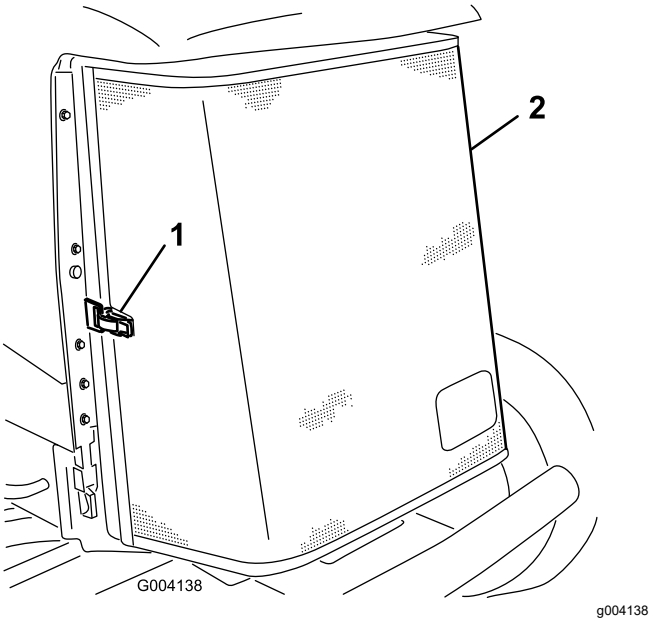

Rysunek 95
3. Odepnij zatrzask i otwórz tylną osłonę (Rysunek 95).